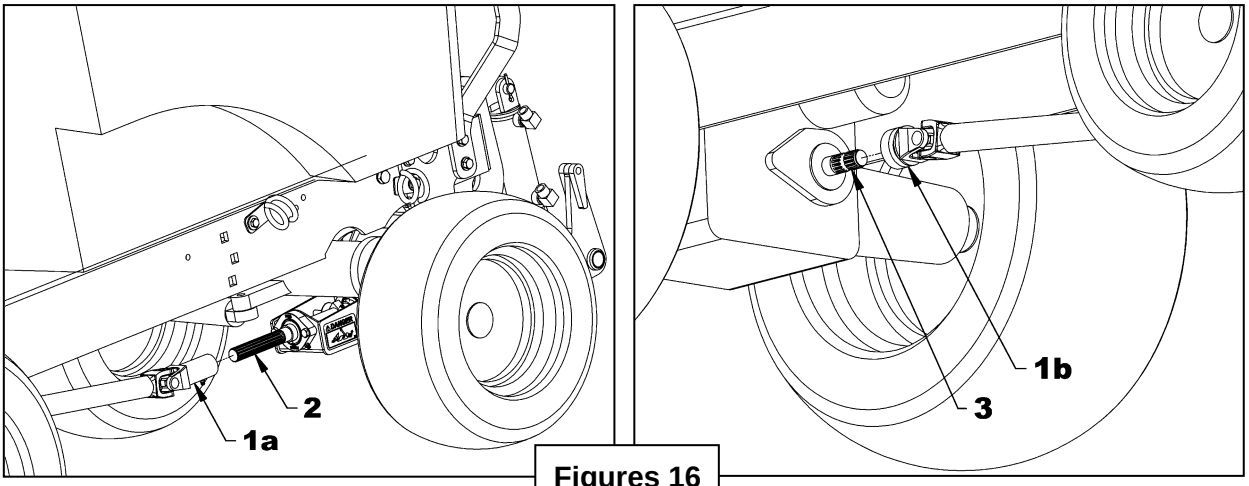

Figures 16
1. **Figure 16 :** Après avoir complété l'installation du sous-châssis sur le tracteur, insérer la fourche la plus longue de l'arbre à cardan fixe (item 1A) sur l'arbre de sortie du sous-châssis (item 2).
2. **Figure 16 :** Dégager le collet de blocage (item 1c) en le déplaçant vers l'arrière et pousser sur la fourche (item 1d) pour connecter l'arbre à cardan fixe sur la prise de force ventrale du tracteur (item 3). Relâcher la fourche et assurez-vous que le collet de blocage a bien repris sa place. Tirer et pousser sur l'arbre à cardan pour s'assurer qu'il est bien barré.